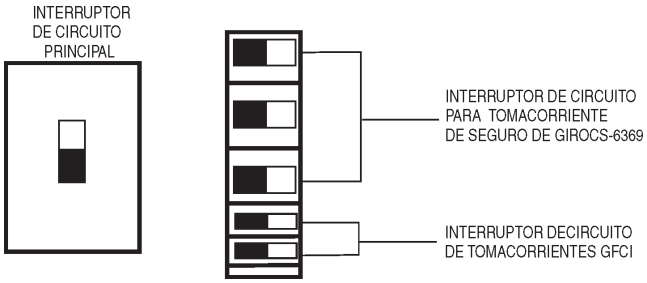

**Figura 42. Interruptores principal, aux. y GFCI APAGADOS (OFF)**
1. Coloque los interruptores ***principal, G.F.C.I.*** y ***aux.*** (Figura 42) en la posición **OFF (APAGADO)** antes de encender el motor.